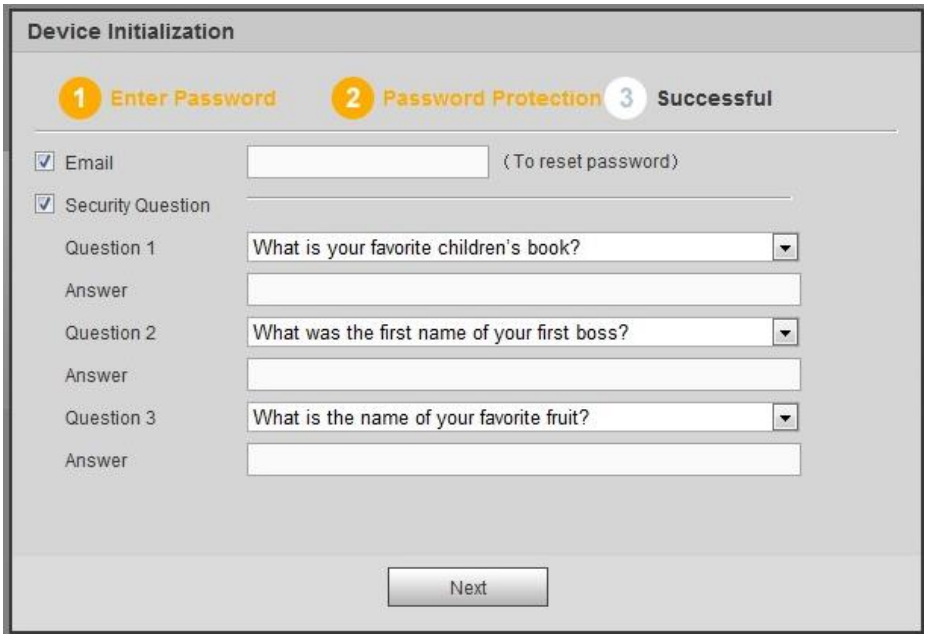

Figure 5-2
Step 4 Click Next, device goes to the following interface. See Figure 5-2.